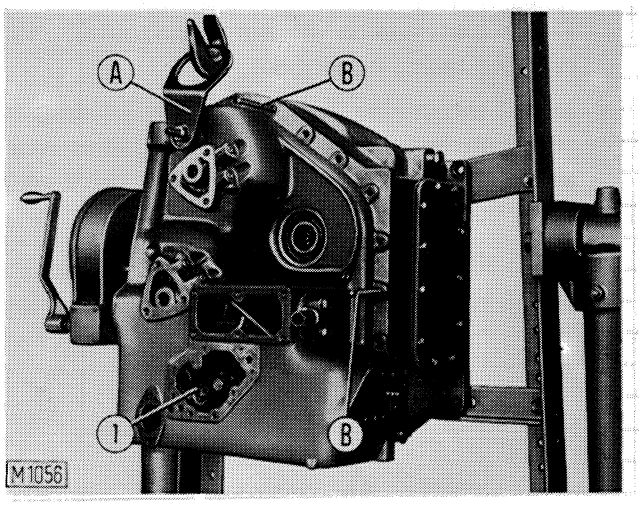

Fig. 4-19 - Installing/removing transmission front cover.
- Install tubes 1 and 2, fig. 4-3, attach lift hook 75291526, A, fig. 4-19 to front cover and install the latter on housing using guide pins 75291525, B; use a driver to install low clutch lines in the ports of cover.
75291525	Guide pins, B, fig. 4-19, transmission cover
75291526	Hook, lifting, transmission cover A, fig. 4-19